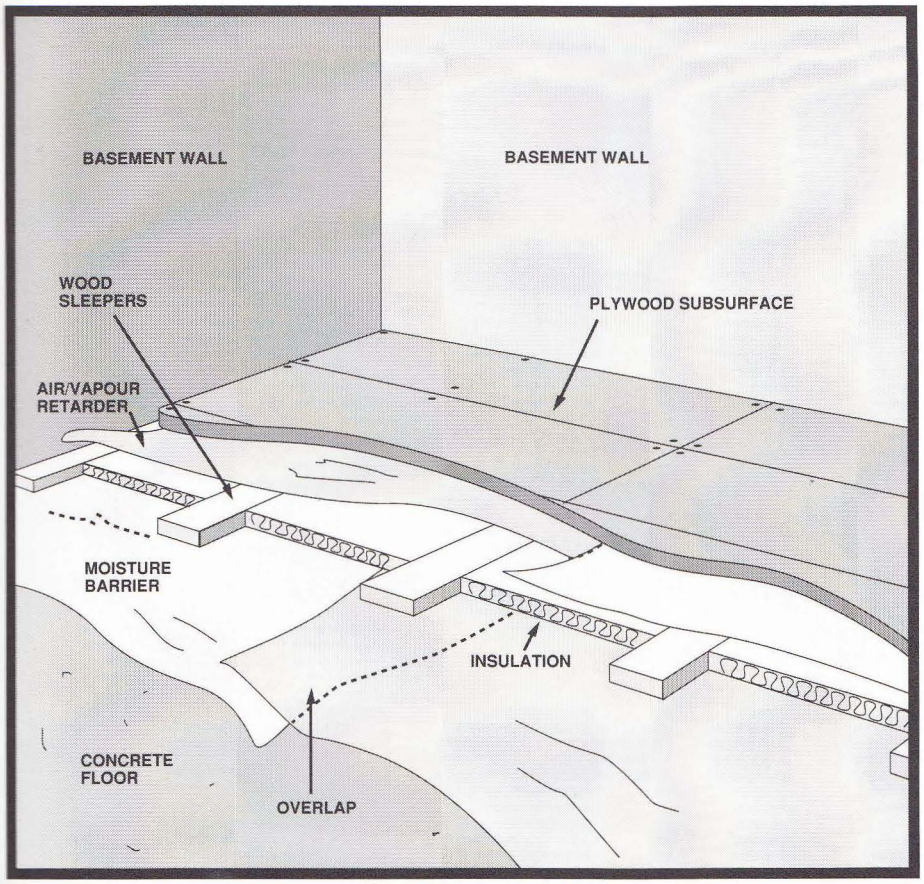

**FIGURE 38**
- The floor could also be insulated as part of a retrofit, with parallel installation of a moisture and air/*vapour retarder*. (See Figure 38.) Care must be taken when installing the air/*vapour retarder* to avoid leakage into the insulated cavity, which could cause moisture damage.